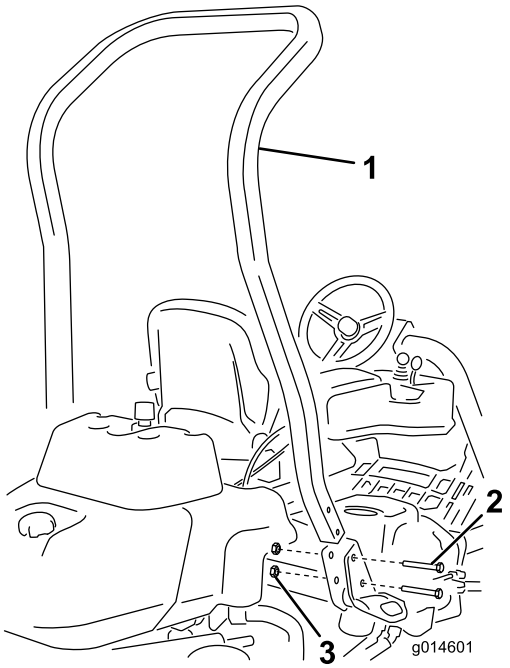

Figur 3
3. Monter veltebøylen i lommene på hver side av maskinen ved bruk av fire bolter (1/2 x 3 3/4 tommer) og fire flensmuttere (1/2 tomme) (Figur 3)